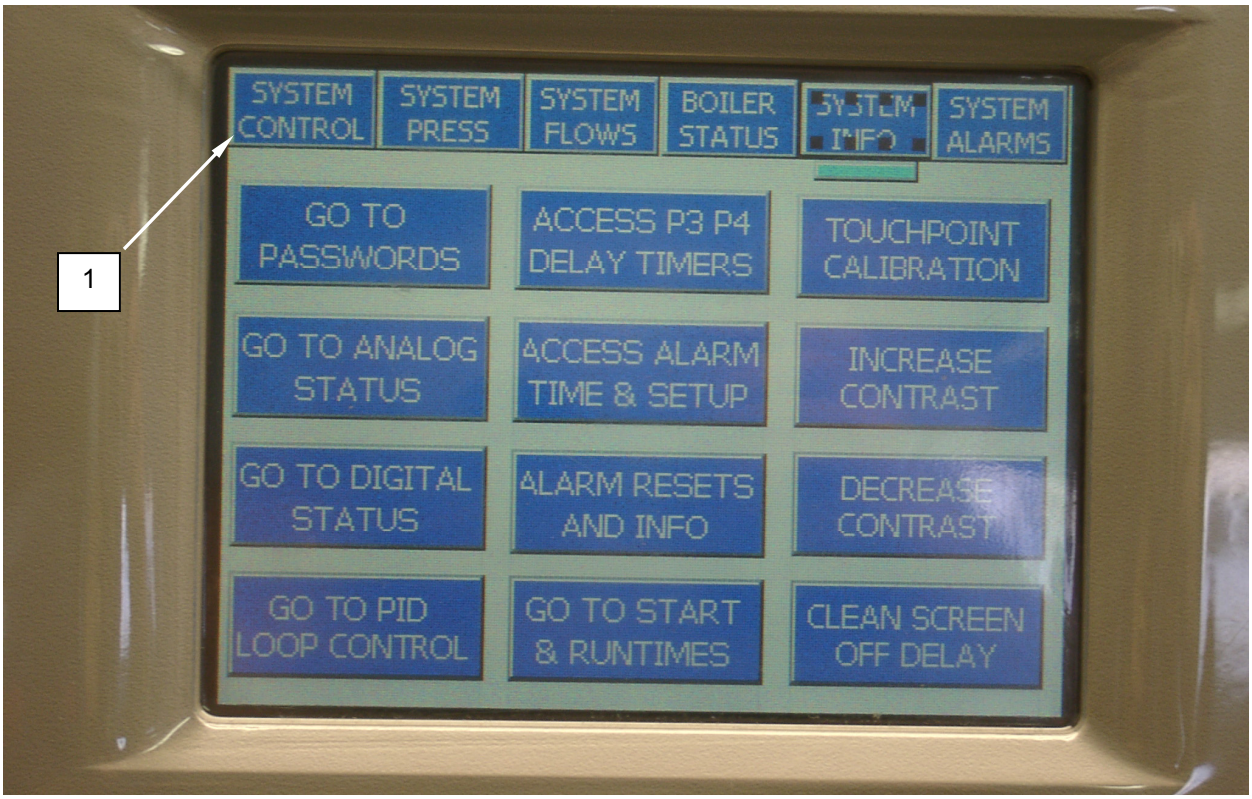

Figure 21. System Info Display.
The PLC will show the display in Figure 21. Each button provides access to a menu function.
2. Press System Control **(Figure 21, Item 1)** to return to the System Control menu.